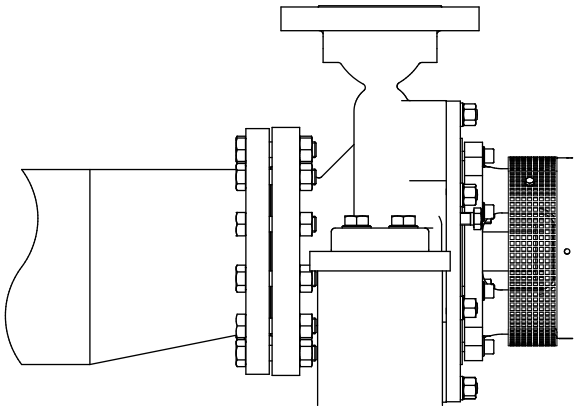

Figuur 5: Excentrisch verloopstuk naar de zuigflens.
- De doorlaat van de zuigleiding moet ruim bemeten zijn. Deze leiding moet zo kort mogelijk zijn en zodanig naar de pomp toelopen dat er geen luchtzakken kunnen ontstaan. Indien dit niet mogelijk is, dient op het hoogste punt een mogelijkheid voor ontluchting aangebracht te worden. Wanneer de zuigleiding een grotere doorlaat heeft dan de zuigaansluiting van de pomp, moet een excentrisch verloopstuk worden toegepast, zodat er geen luchtzak en wervelingen kunnen ontstaan. Zie figuur 5.